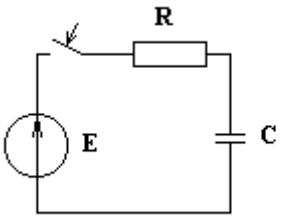

Рис.1
11. При замиканні ключа перехідний процес у колі рис. 1, де R=100 Ом, C= 40 мкФ і E=10 В, практично закінчується за час: